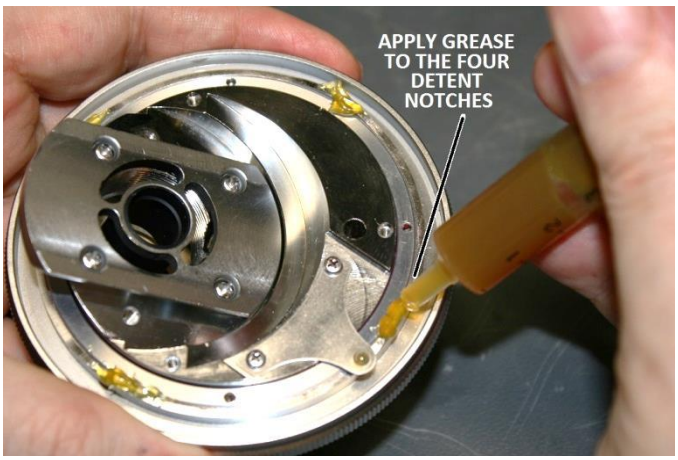

Figure 38 – Apply grease to the four detent notches
Apply fresh grease (item 6 of **Appendix 1**) to the four mechanical detent notches in the revolving turret (see **Figure 38**). Be careful that you do not get grease anywhere else.